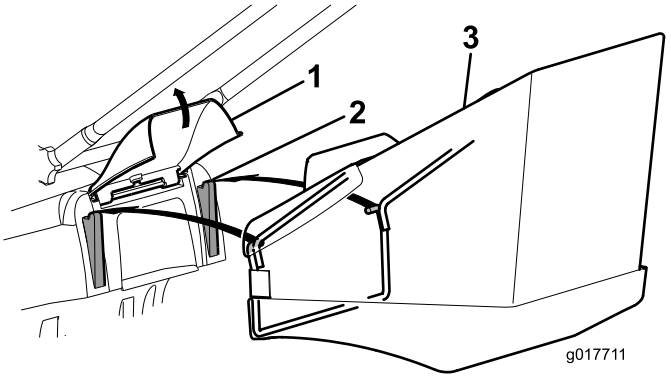
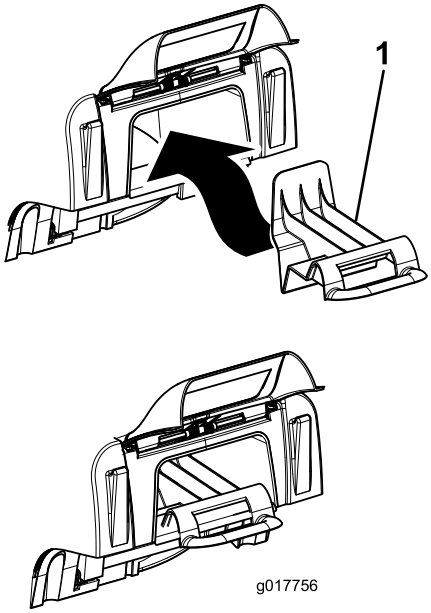

Figur 14
Figur 15
1. Lyft upp den bakre riktaren, ta bort mullningspluggen (Figur 15) och montera gräsuppsamlaren på flänsarna (Figur 14).
Obs: Om du vill övergå från uppsamling till återvinning ska du ta bort uppsamlaren, sätta tillbaka mullningspluggen som togs bort i steg 1 och sänka den bakre dörren (Figur 15).